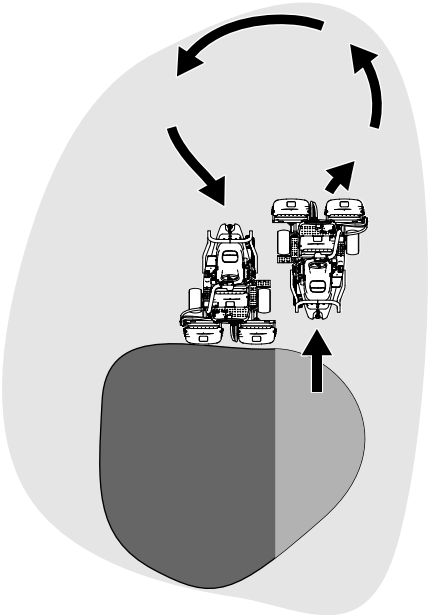

Rysunek 22
6. Aby skrócić czas pracy i ułatwić sobie przejście do kolejnego przejazdu, wykonaj chwilowy skręt maszyny w przeciwnym kierunku, następnie skręt w kierunku nieskoszonej części. Taki manewr pozwoli wykonać zakręt w kształcie łzy (Rysunek 22) i szybciej ustawić się na kierunku kolejnego przejazdu.